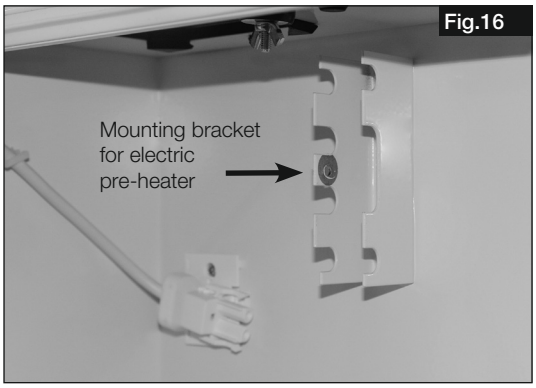

Fig.16
1. Screw the electric pre-heater KWL-EVH ... W (accessories) to the provided mounting bracket (Fig.16/17).